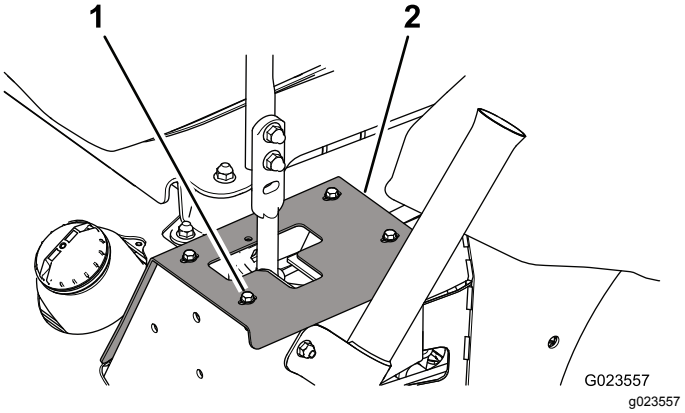

**Figur 62**
2. For tilgang til dempermonteringsboltene, fjern boltene som fester stopplatene til rammen (Figur 62).